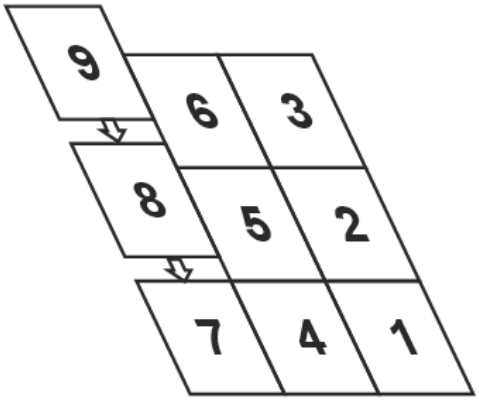

Рис. 16
7.1. Очередность монтажа панелей показана на рис. 16.